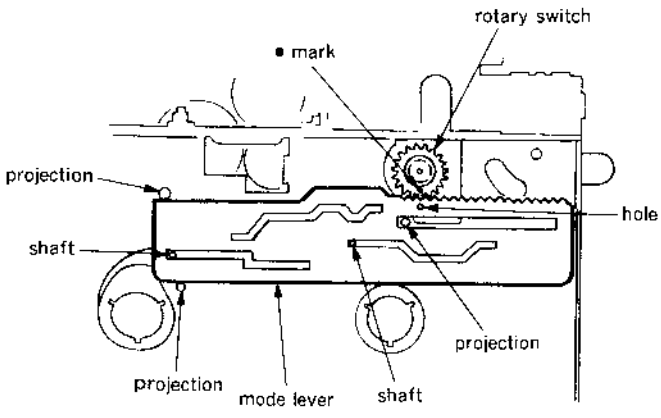

Fig. 1
❶ mode lever (See Fig. 1)
❷ washers